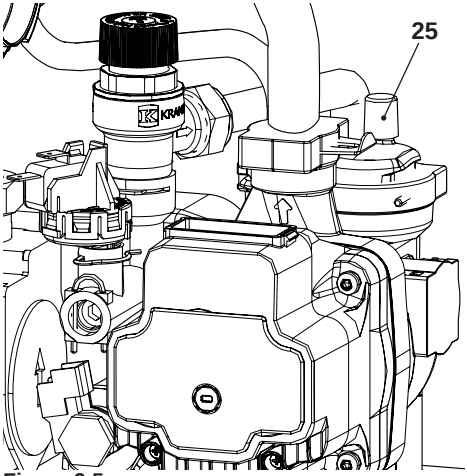

Figura 9.5
- Per facilitare lo svuotamento, svitare il tappo 25 della valvola di sfiato automatica in Figura 9.5.